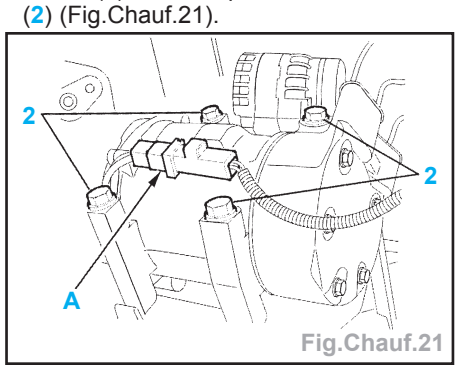

Fig.Chauf.21
- Déconnecter l'alimentation A, déposer les vis (2) et le compresseur avec les vis (2) (Fig.Chauf.21).